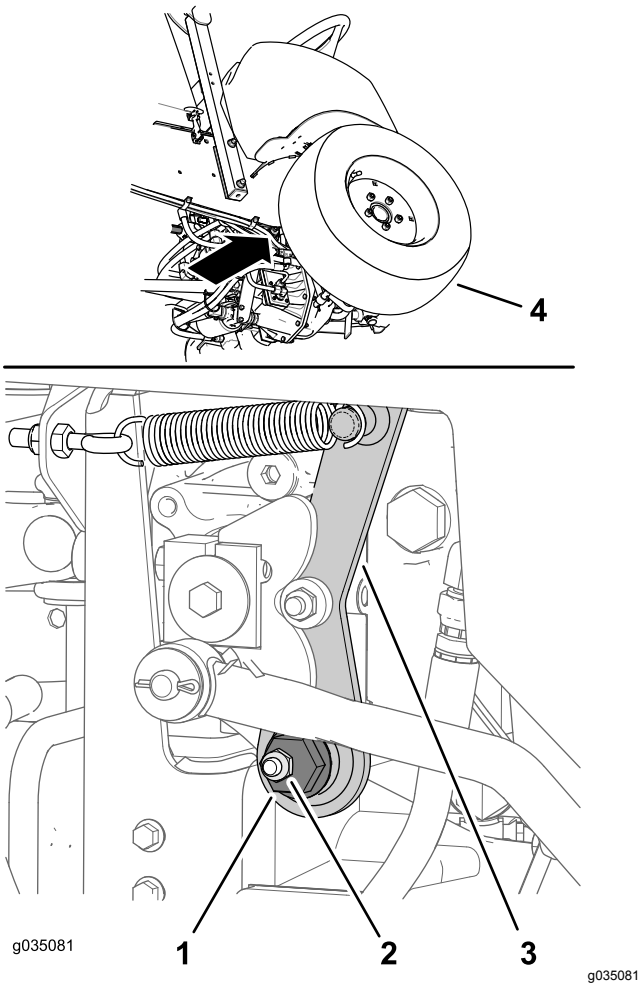

Figur 68
1. Lokalisera den excentriska sexkantsbrickan till höger om hydraulpumpen och under styrkonsolen (Figur 68).
2. Lossa fästmuttern så att kan du flytta den excentriska sexkantsbrickan (Figur 68).
4. Vrid den excentriska sexkantsbrickan moturs tills framhjulet börjar snurra framåt, och vrid den sedan medurs tills framhjulet börjar snurra bakåt (Figur 68).